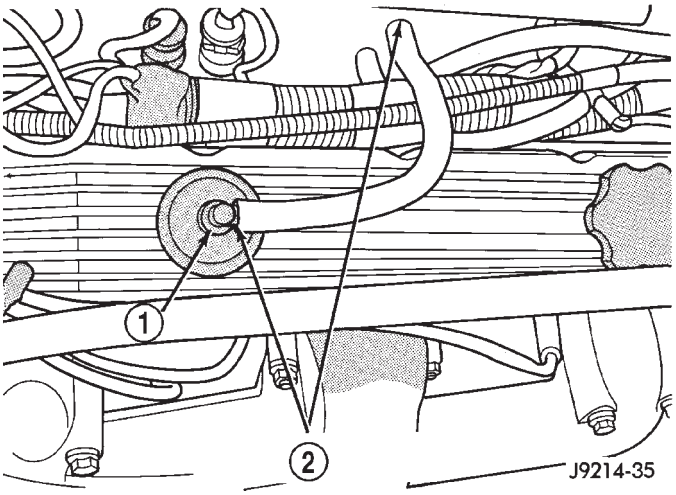

Fig. 4 PCV Valve
(6) Verify that generator output wire, generator connector and ground wire are firmly connected to the generator.
(7) Inspect the system body grounds for loose or dirty connections. Refer to 8, Wiring for ground locations.
(8) Verify positive crankcase ventilation (PCV) valve operation. Refer to 25, Emission Control System for additional information. Verify PCV valve hose is firmly connected to PCV valve and manifold (Fig. 4).